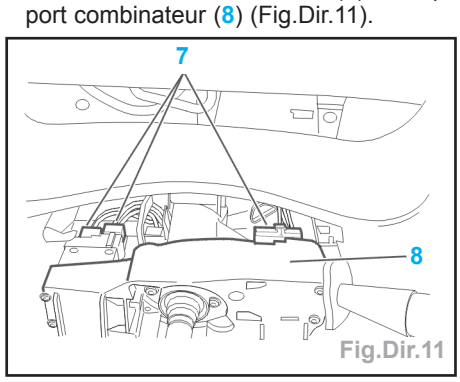

Fig.Dir.11
- Débrancher les connecteurs (7) du support combinateur (8) (Fig.Dir.11).